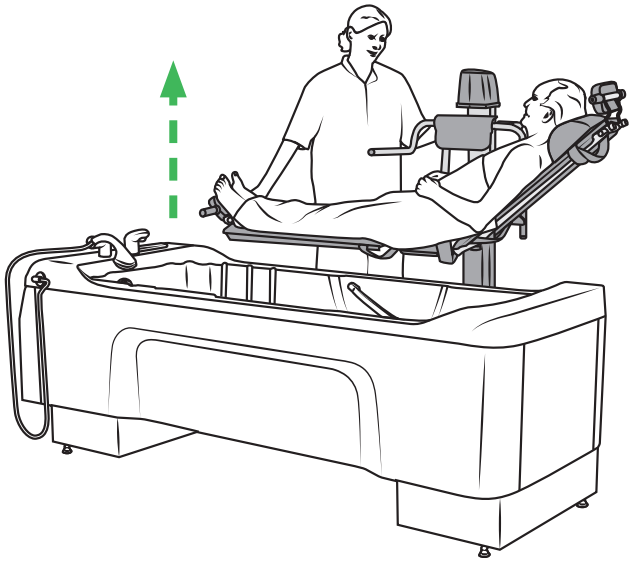

Afbeelding 40
5. Breng de badliftwagen omhoog om de rand van de Classic Line 2 badkuip vrij te maken Zie Afbeelding 40.